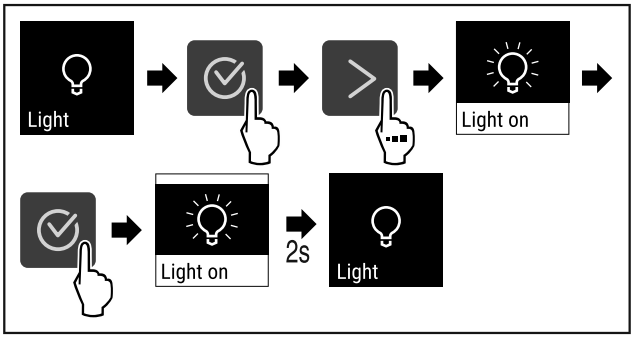

Fig. 68
▶ Ejecutar los pasos (consulte Fig. 68) .